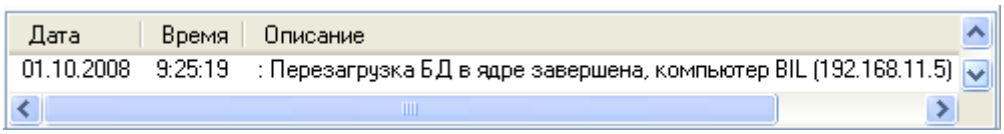

Рисунок 6-15 Информация в логе событий
2) выберите в контекстном меню команду «Обновить БД в «Оперативной задаче» (см. Рисунок 6-15).
После окончания обновления Базы данных в каком-либо Ядре опроса соответствующая информация будет отображена в логе событий на вкладке «Сетевые обмены» (см. Рисунок 6-15).